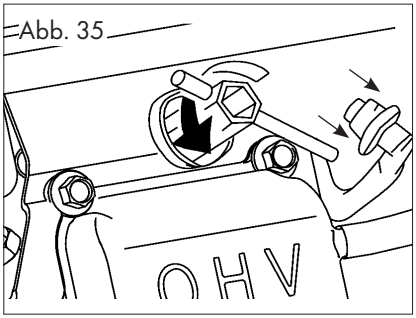

Abb. 35
- Lösen Sie die Zündkerze mit Hilfe des Zündkerzenschlüssels, Abb.35.